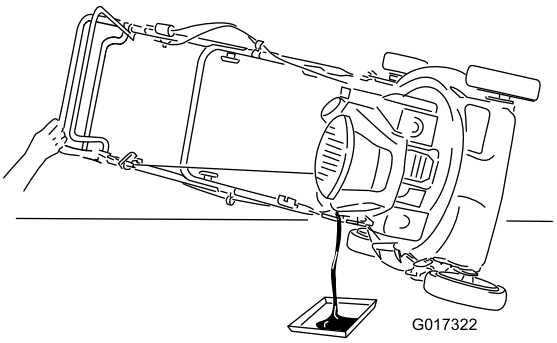

Figure 19
2. Inclinez la machine sur le côté (filtre à air en haut), puis retirez la jauge pour vidanger l'huile usagée par le goulot de remplissage (Figure 19).